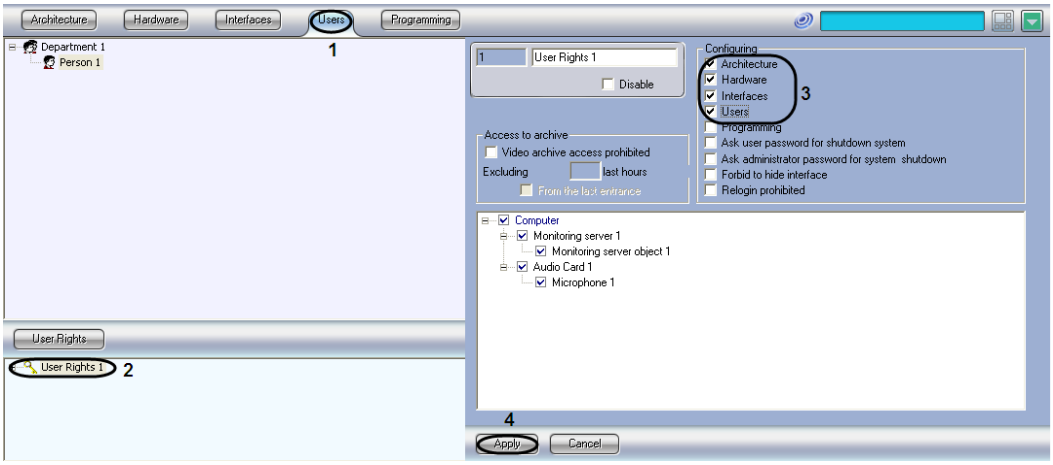

Figure 8.22-10. The settings panel of the User Rights object
3. The settings panel for this object opens at the right side of the System Settings window (Figure 8.22-10).